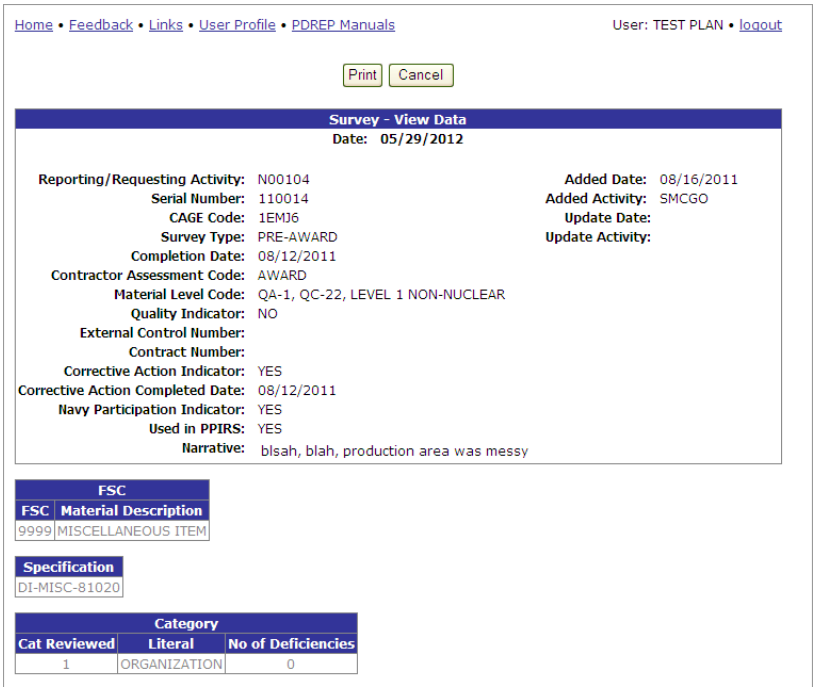

Figure 3.4
e. Clicking the Serial Number link for the record of interest will display a view of the Survey as seen in Figure 3.4.